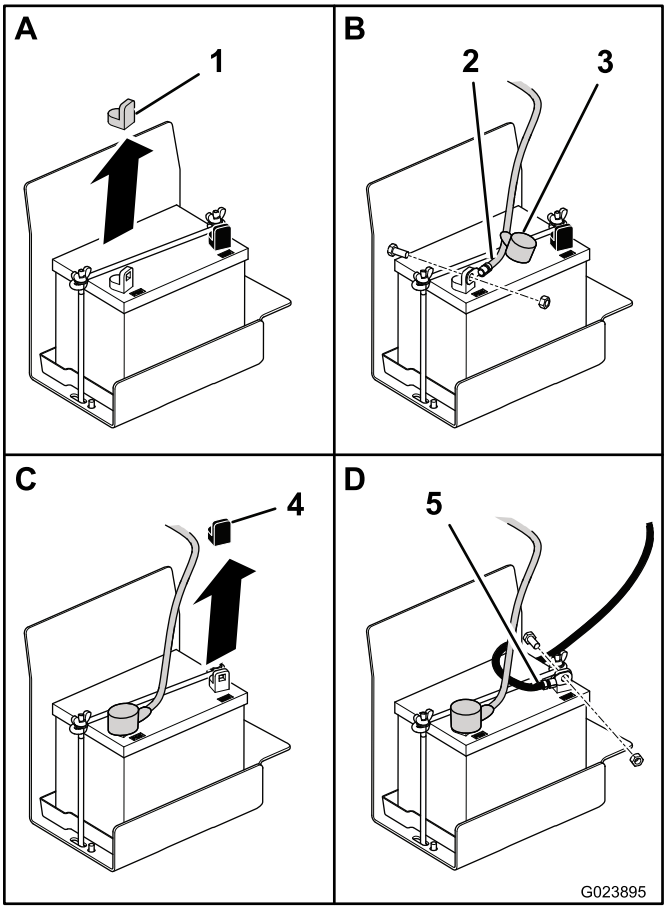

Figur 5
2. Fjern det røde plastdæksel fra batteriets pluspol (Figur 5).